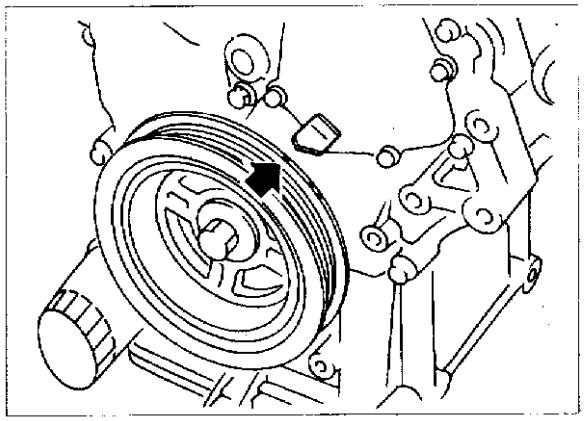

图 2-4-12
(17)转动曲轴,使 1 缸活塞处于压缩冲程的上止点,见图 2-4-12。